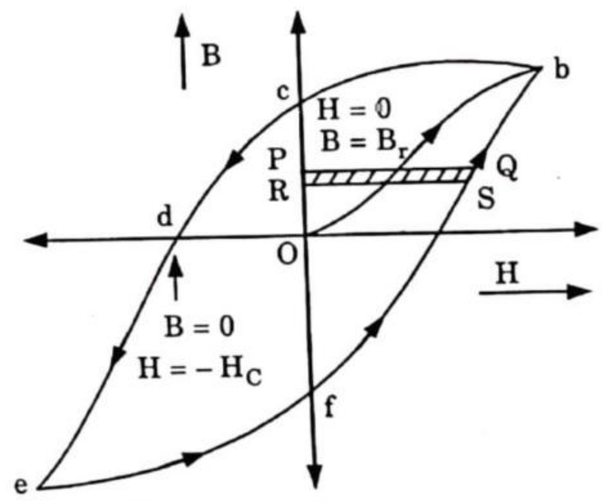

Fig. 3.2.1. Hysteresis loop.
i. Plotting a graph between B and H for a ferromagnetic material is known as hysteresis curve or B–H curve as shown in Fig. 3.2.1.
iv. **Residual magnetism :** It is defined as the magnetic flux density which still persists in magnetic material even when the magnetising force is completely removed. In Fig. 3.2.1 on reducing the value of H from the saturation region to zero there remains a flux density B_r which is residual magnetism.
v. **Coercive force (field) :** It is defined as demagnetizing force which is necessary to neutralize completely the magnetism in an electromagnet when the value of magnetizing force becomes zero. In Fig. 3.2.1, H_C is required to reduce flux density to zero and is called coercive force.